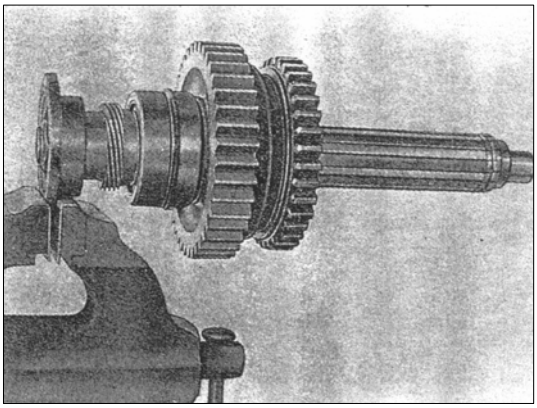

РИС. 238
11) Следите, чтобы иголки подшипника не выпали во время этой операции. Перемещайте шестерню заднего хода вместе с синхронизатором. Синхронизатор должен быть обращен к первой передаче (см. рис.238).